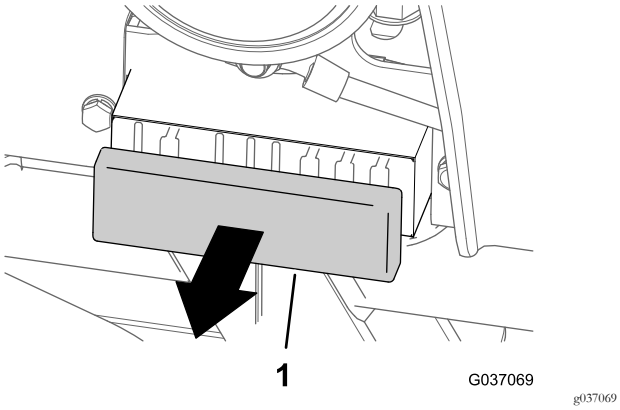

図 36
1. ヒューズブロックのカバーを外す図 36。
3. ヒューズブロックにカバーを取り付ける図 36。